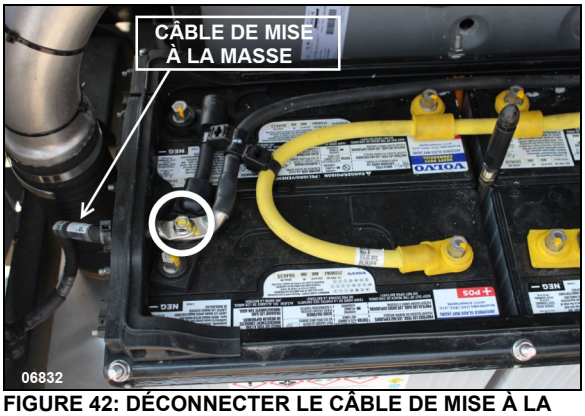

FIGURE 42: DÉCONNECTER LE CÂBLE DE MISE À LA MASSE EN PREMIER
2. Déconnecter le câble de mise à la masse en premier (FIGURE 42).